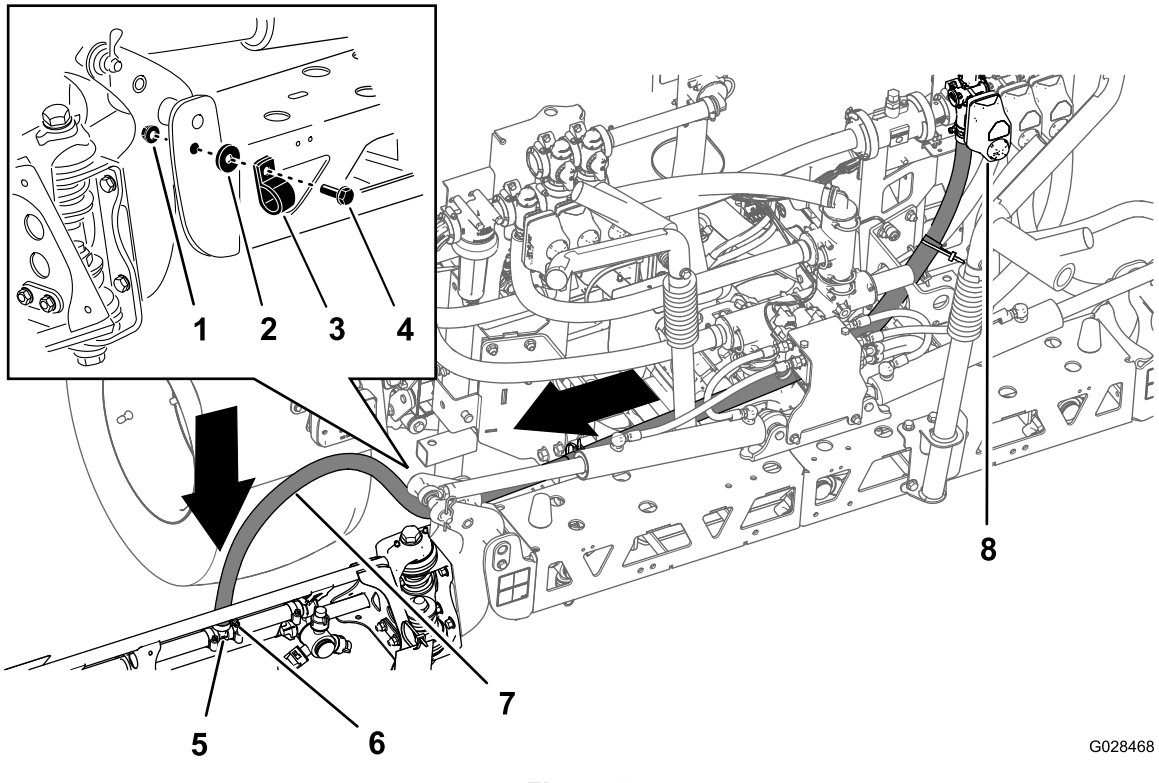
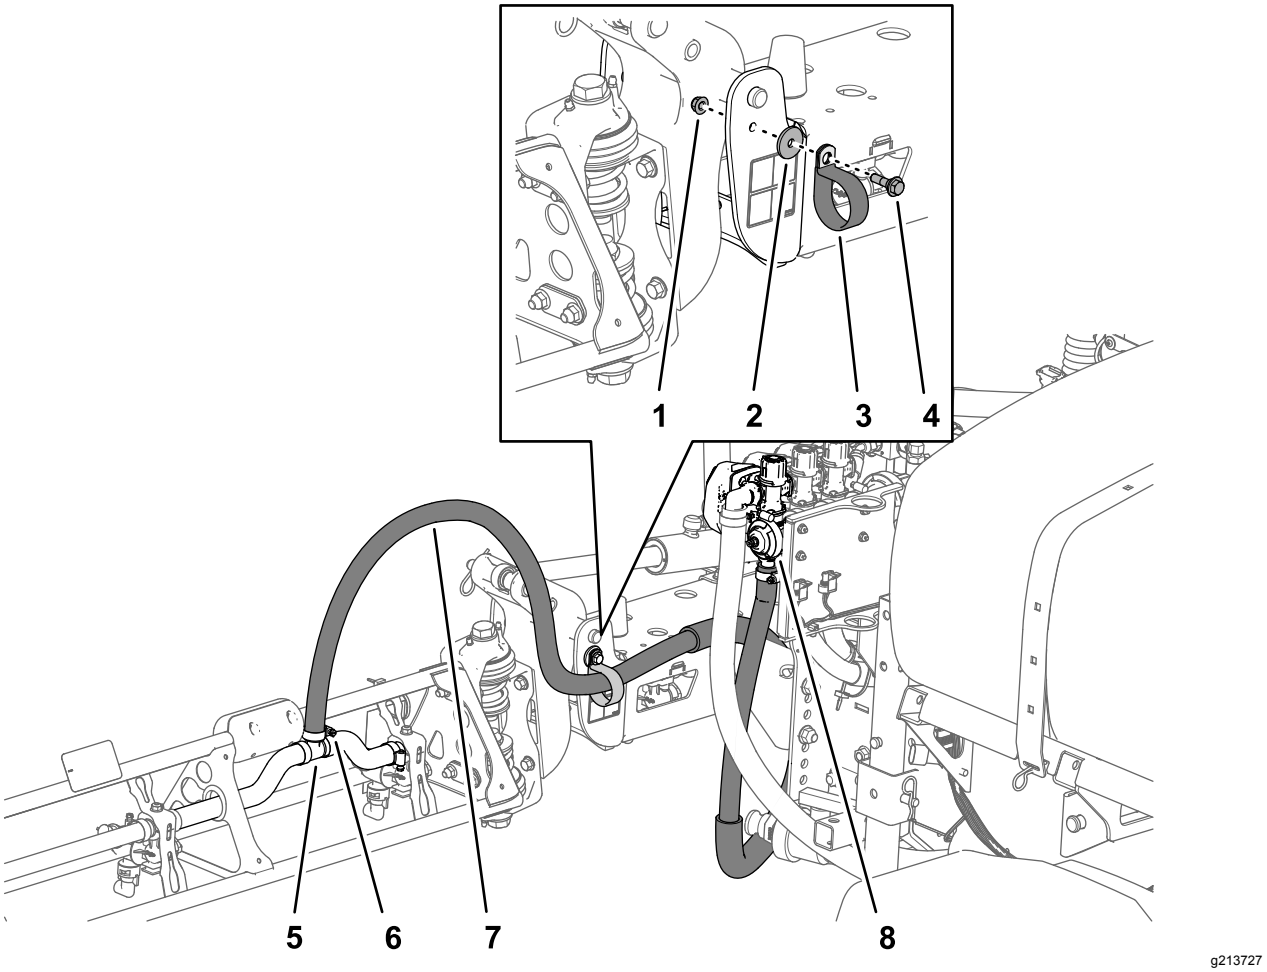

**Figur 42**
**Figur 43**
1. Trekk bomseksjonsslangene som vist i Figur 42 og Figur 43.
2. Fest bomslangene til fremsiden av den midtre bomseksjonen (Figur 42 og Figur 43) med en R-klemme, en ansatsbolt (5/16 x 1 tomme), en låsemutter (5/16 tomme) og en skive (5/16 tomme).
3. Monter bomseksjonsslangen over T-anordningen med mothaker på bomseksjonen, og fest slangen med en slangeklemme (Figur 42 og Figur 43).